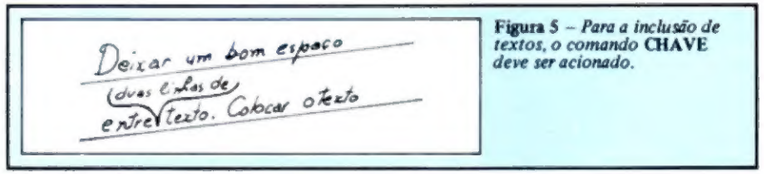

Figura 5 – *Para a inclusão de textos, o comando* **CHAVE** *deve ser acionado.*
- **Inclusão de texto**: *deixar sempre um bom espaço em branco entre duas linhas. Colocar o texto a ser inserido neste espaço. Use o comando* **CHAVE** *para fazer a inclusão (veja a* **figura 5**).